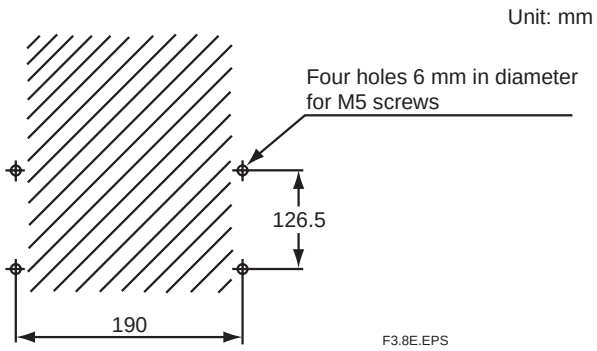

Figure 3.8 Mounting holes
(1) Drill mounting holes through the wall as shown in Figure 3.8.